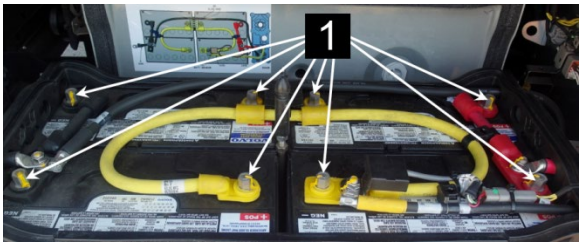

**FIGURE 58: INSTALL THE BATTERY CABLE LUGS**
5. Connect the battery cables. Tighten the cable terminal (item 1, FIGURE 58) nuts to the following torque: